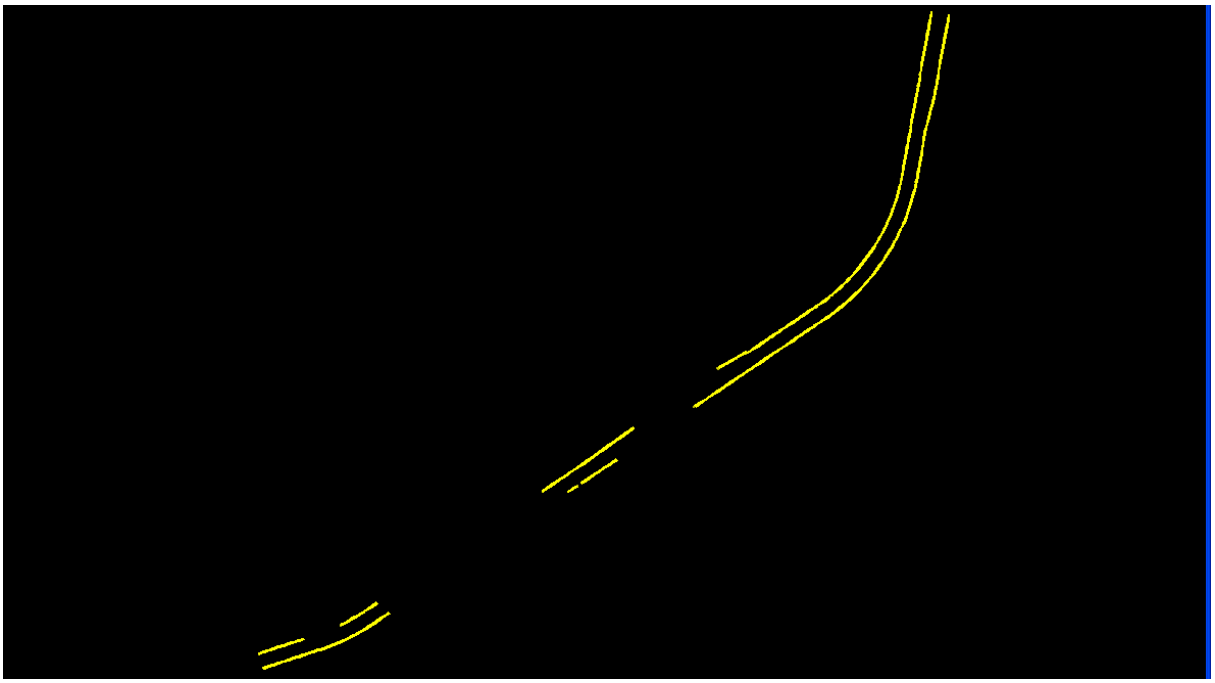

Figure L10-21 MicroStation View Window
39.	**In the References Window – detach the File 1234567MAIN.dgn and 1234567LIMT.dgn.** • In the MicroStation **References** Window, select **Tools ► Detach All** and an **Alert** dialog will appear. • Click the **OK** button in the **Alert** dialog. • The **1234567MAIN.dgn and 1234567LIMT.dgn** Reference Files are detached. • **Close** the **References** Window by clicking the Red (X) in the upper right corner of the dialog box. • In MicroStation, click the **Fit View** icon ( ). • In MicroStation, verify that your view appears similar to *Figure L10-21*.